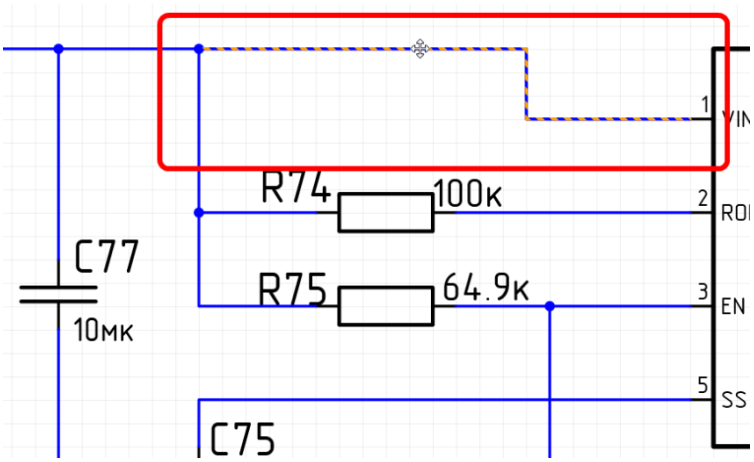

Рис. 447. Проводник на схеме
- *Проводник* – это несколько смежных отрезков линий электрической связи. Проводник обычно проложен между выводами УГО или между точками пересечения, см. Рис. 447.